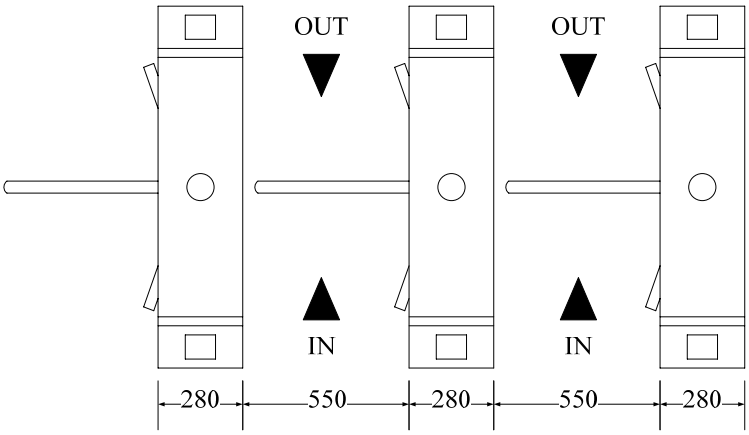

Figure 6
6) As shown in the connecting diagram of the system (Attached Figure 6), connect the power line, control line to the connecting socket of the main controller board of the turnstile, and connect properly the protection ground wire.